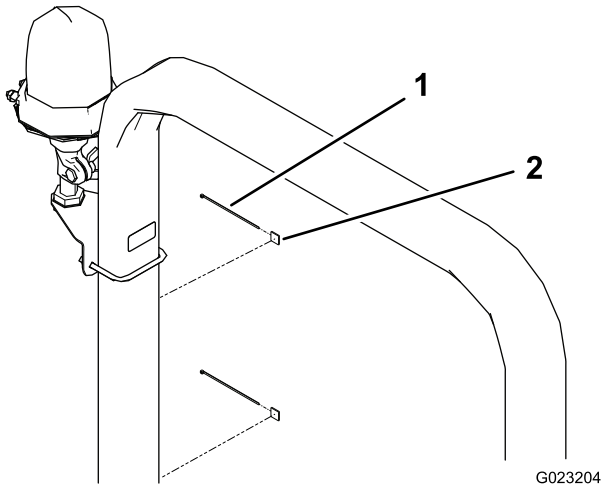

Figur 38
17. Før ledningsnettet op til styrtbøjle- eller førerhusstanderen, og slut det til fatningen på det roterende blinklys (Figur 38).
18. Sæt de 3 monteringsplader fast på styrtbøjle- eller førerhusstanderen, og fastgør ledningsnettet til pladerne med 3 kabelbånd (Figur 38).